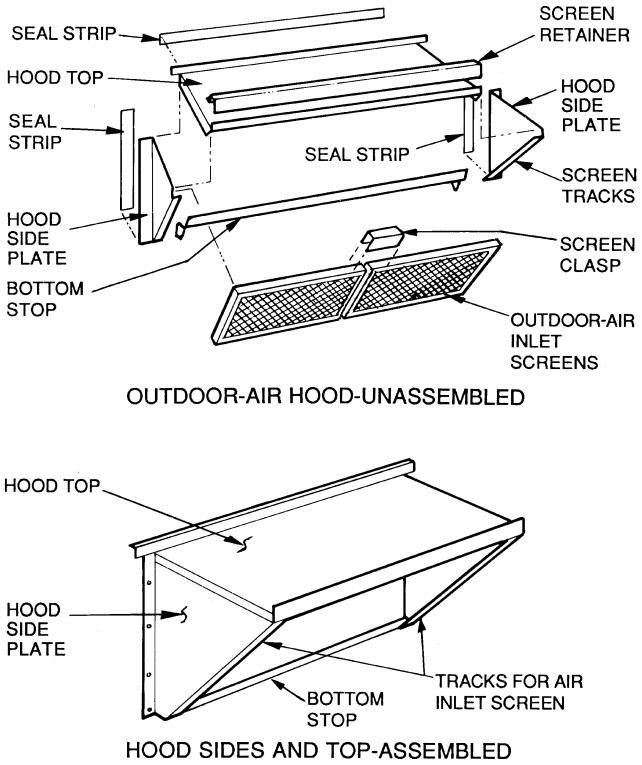

**Fig. 18 — Outdoor-Air Hood Details**
3. Assemble outdoor-air hood top and side plates as shown in Fig. 18. Install seal strips on hood top and sides. Put aside screen retainer and retainer screw for later assembly. *Do not attach hood to unit at this time.*